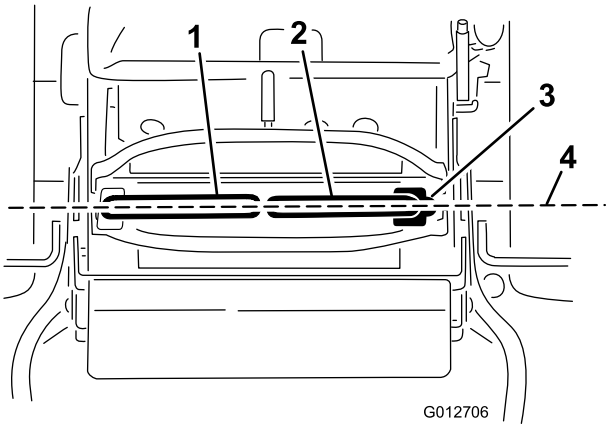

Figure 70
Important: Vérifiez que la correction directionnelle de la machine est correcte après avoir réglé les leviers de commande de déplacement. La procédure est identique pour régler la correction directionnelle et aligner les leviers de commande de déplacement longitudinalement (Figure 70).
1. Une fois le réglage horizontal terminé, contrôlez l'alignement avant/arrière en poussant légèrement les leviers de commande vers l'avant pour rattraper le mou de la timonerie des leviers de commande (Figure 70).